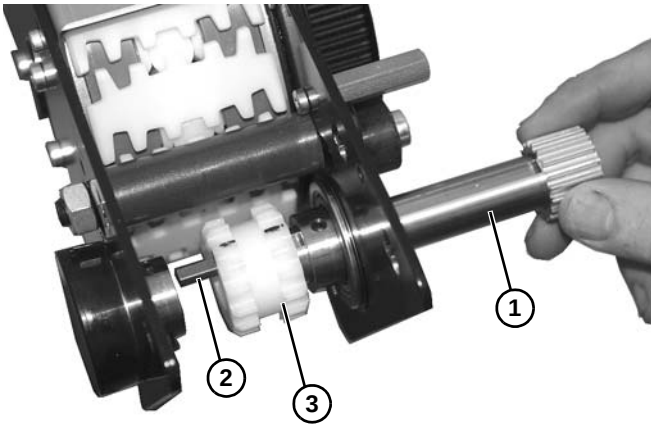

Figure 113
16. Remove drive shaft **(Figure 113, item 1)**, making certain not to loose key **(Figure 113, item 2)** when removing gear **(Figure 113, item 3)**.